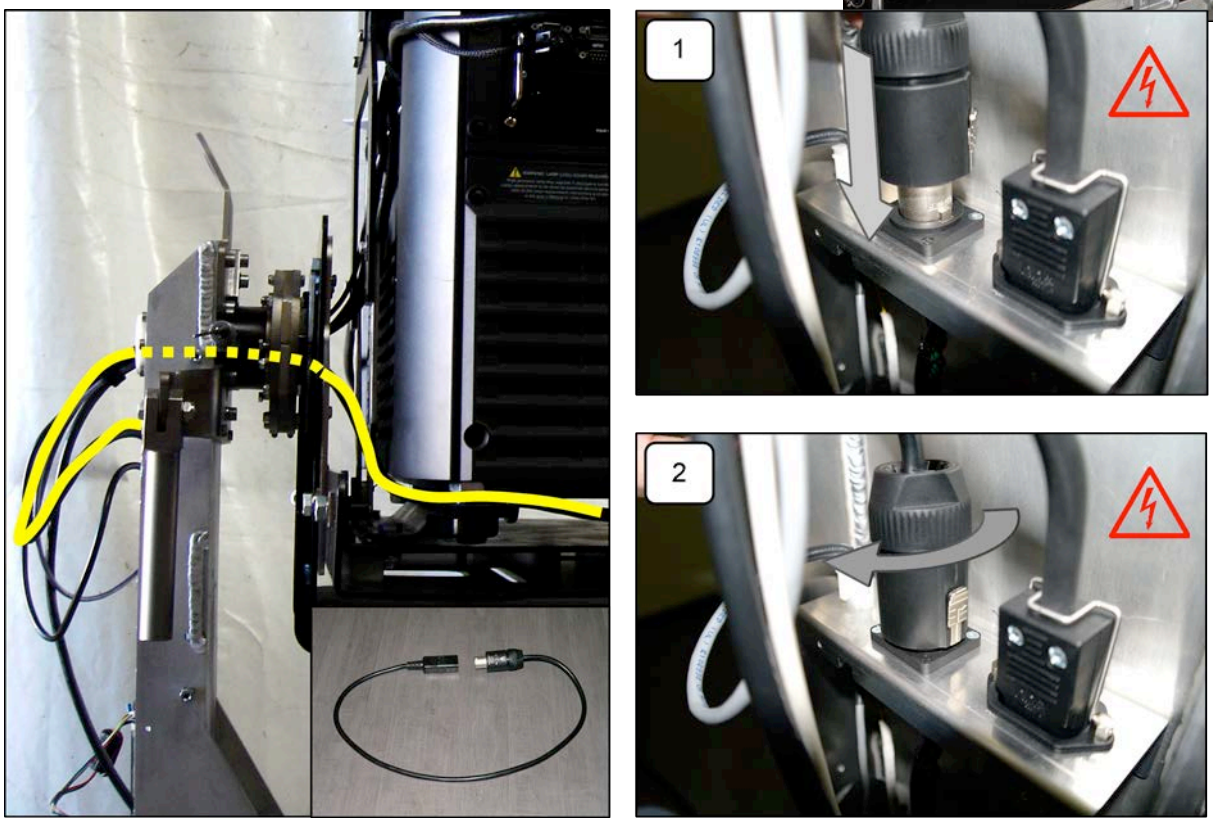

Figure 3-40 Roadster AC connection to yoke
2. Connect the Roadster AC cable to the sub connection panel as shown in ***Figure 3-40***.